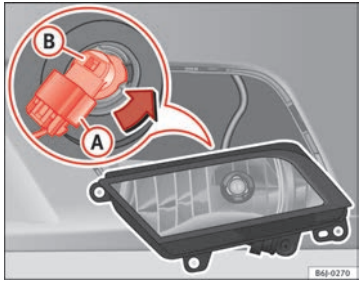

Fig. 150 Front fog light
– Remove connector ⇒ Fig. 150 (A) from the bulb.
– Turn bulb holder ⇒ Fig. 150 (B) to the left and pull. ▶